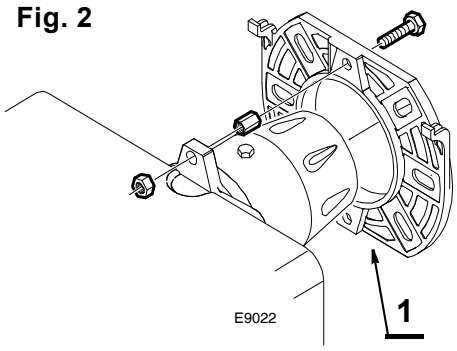

Fig. 2
- Introduzca en la brida (1) el tornillo y las dos tuercas, (ver fig. 2).